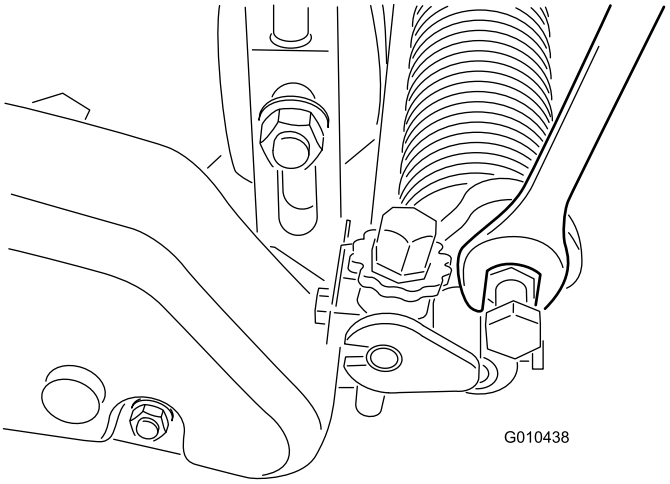

Рисунок 24
B. Поверните рычаги вверх или вниз в положение A или B Рисунок 24).